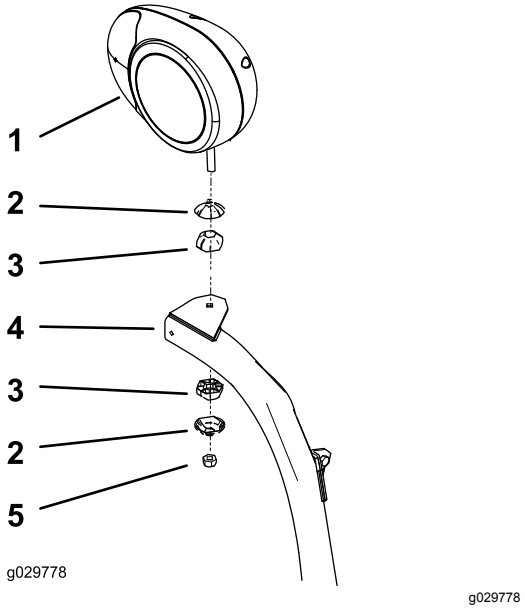

Figura 7
2. Aperte o farol do lado direito e do lado esquerdo aos suportes do farol (Figura 7) com os dispositivos de fixação fornecidos com as luzes.
4. Aperte os conjuntos do farol do lado direito e do lado esquerdo nos suportes do farol (Figura 7) com os dispositivos de fixação fornecidos no kit.